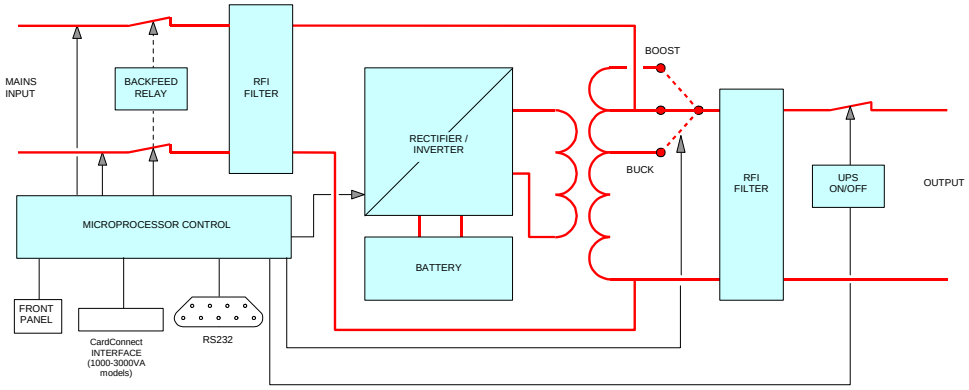

*Figure 1 Block diagram of the Match 19" UPS*
Energy is stored as Direct Current (DC), while input and output energy must be Alternating Current (AC). Therefore the UPS contains a rectifier (to convert from AC to DC) and an inverter (to change energy from DC to AC). (See fig.1)